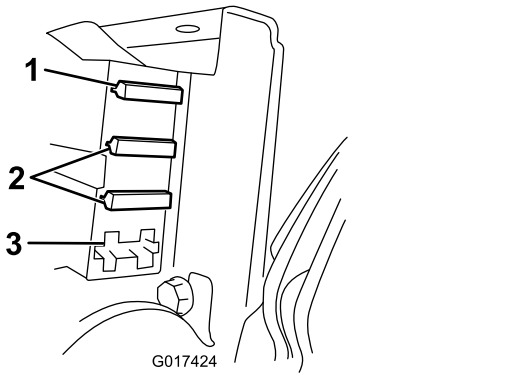

Figur 42
3. Kontrollera säkringarna i säkringsblocket (Figur 42).
- Om en eller flera säkringar har gått ska du byta ut dem mot en säkring med lämplig spänning och strömstyrka (Figur 42).